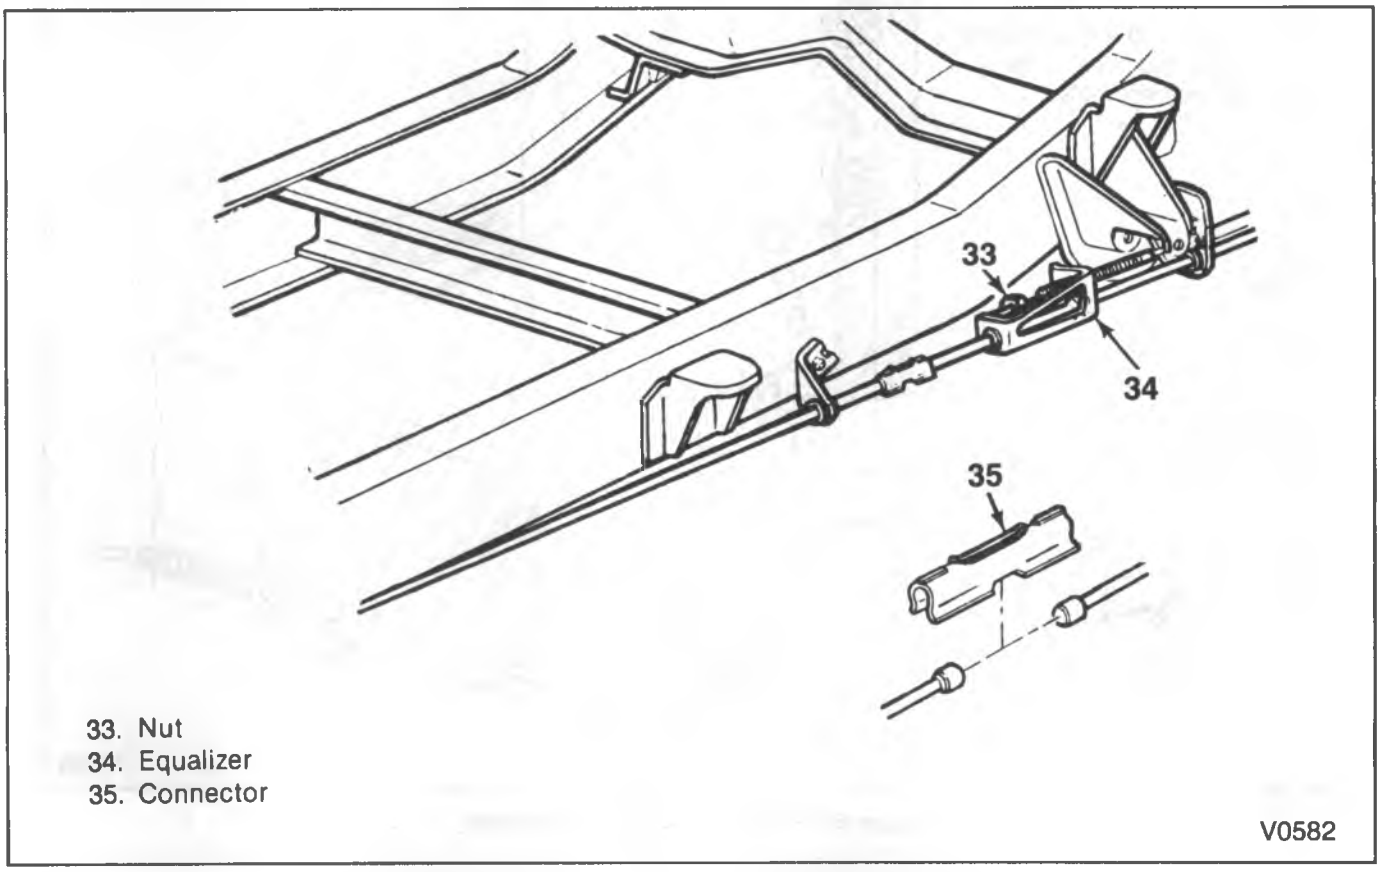

Figure 5 – Equalizer Components R/V, P-Commercial
1. Nuts (11).
2. Release rod (13).
3. Bolt (12).
5. Parking brake cable (figure 5).
Install or Connect (Figures 5 and 6)
Remove or Disconnect (Figure 5)
Install or Connect (Figure 5)